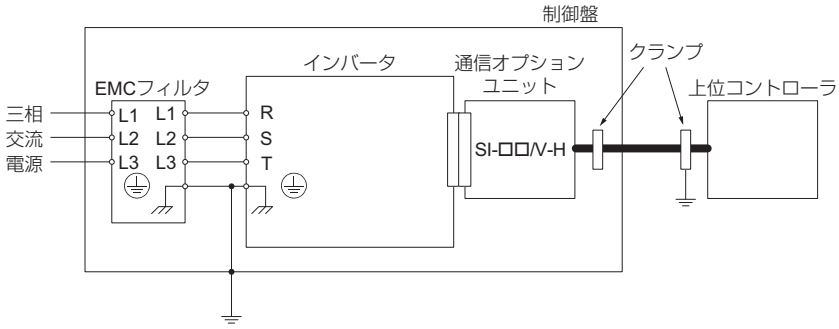

図 16 EMC フィルタとオプションユニットの設置方法
2. **配線はできるだけ短くする。なお，図 16 に従ってシールドを接地してください。**